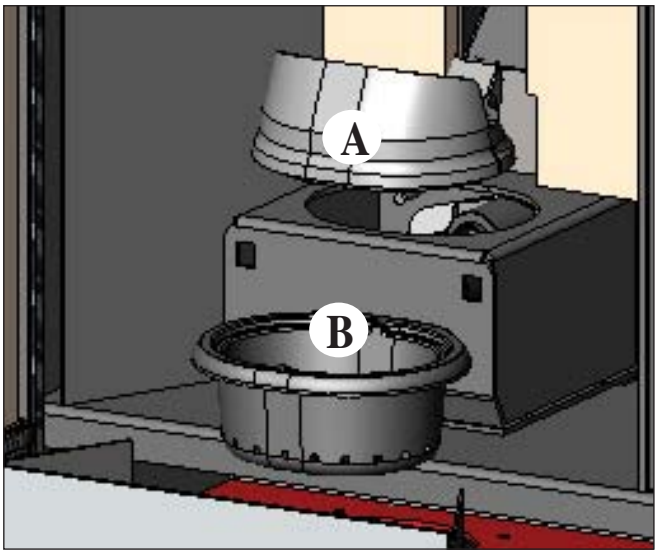

fig. 1
After normal cleaning, INCORRECT coupling of the upper chamber (A) (fig. 1) **with the lower chamber (B)** (fig. 1) **can compromise boiler functioning.**